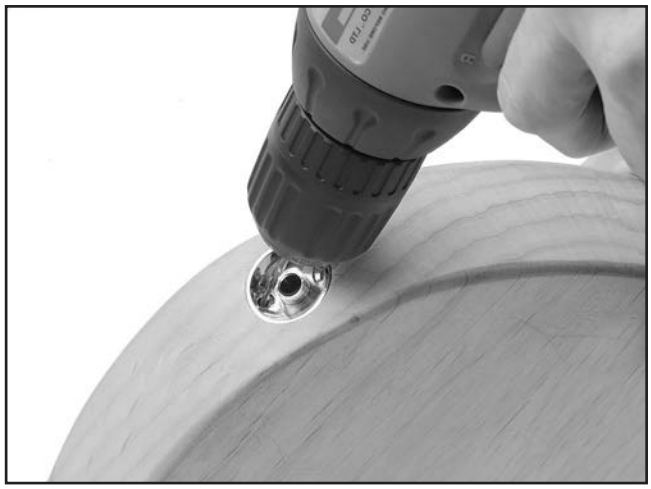

Figure 21. Drilling output jack mounting holes.
3. Using a 1/16" drill bit, drill 3/8" holes at a 45° angle into the body, as shown in **Figure 21**.